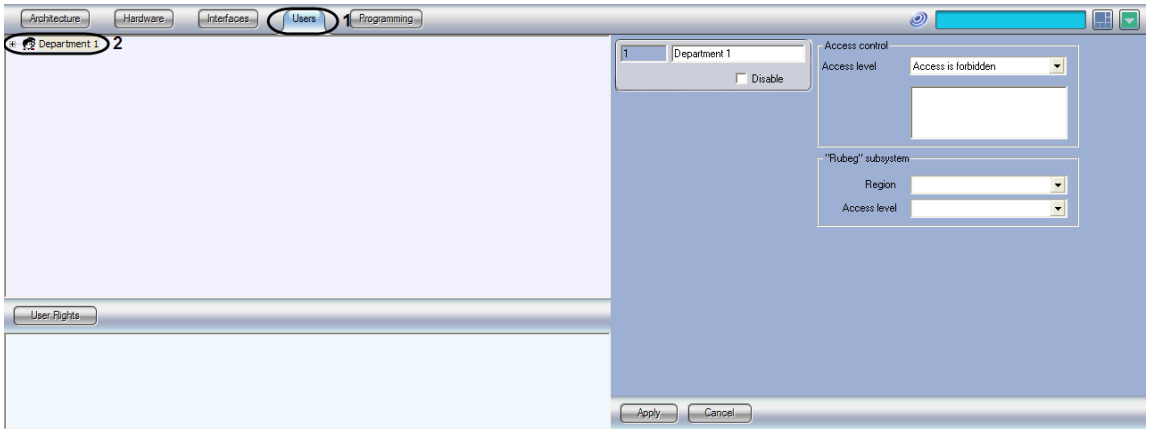

Figure 8.22-5 Department account registration
1. Open the "Users" tab in the "System Settings" window (Figure 8.22-5, 1).
2. Create a "Department" object in the objects tree of the Users tab (Figure 8.22-5, 2).
The settings panel for this object opens on the right of the "System settings" box (Figure 8.22-5).